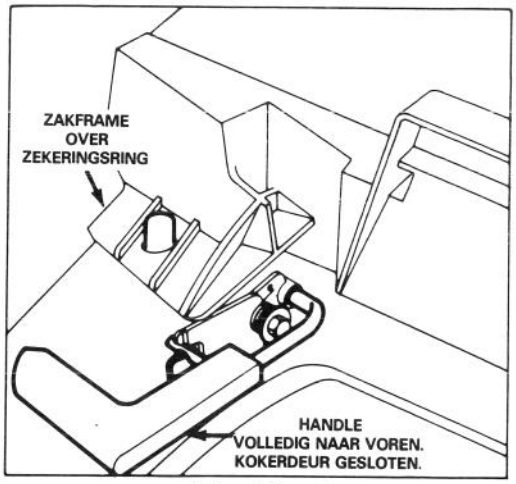

Afbeelding 5
EEN DEKLAAG VORMEN — In de zomer, wanneer het gras langzamer groeit en droger is, kunt u een deklaag laten liggen door de kokerdeur te sluiten (Afb. 5). Laat de graszak aan de maaier als bescherming en voor het gemak.
5. HET LEEGMAKEN VAN DE ZAK — Laat de bedieningsstang los en wacht totdat het mes tot stilstand is gekomen. Zet de kokerdeur naar voren om de sluitpen in de pal te laten vallen (Afb. 5). Grijp de handle aan voor en achtereind van de zak vast en licht de zak van de maaier. Houd ter bescherming altijd de handen en voeten van de maaier af, omdat de motor nog loopt. Licht de zak langzaam naar voren om het geknipte gras uit te schudden.